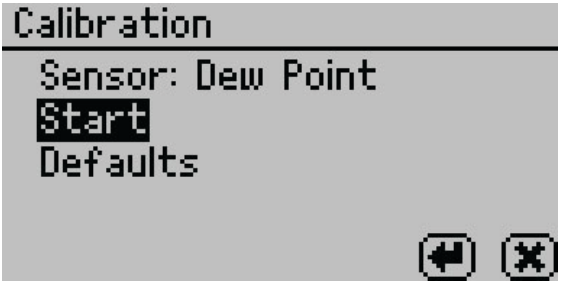

Figure 51 Start dew point calibration
4. Select `Start` (Figure 51).